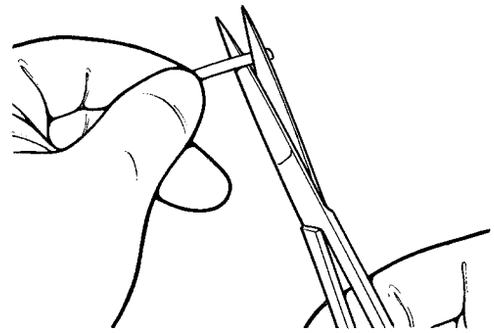

Figure 4-21. Cut Tubing
1. Cut the tubing **(Figure 4-21)** to fit the patient's anatomy.